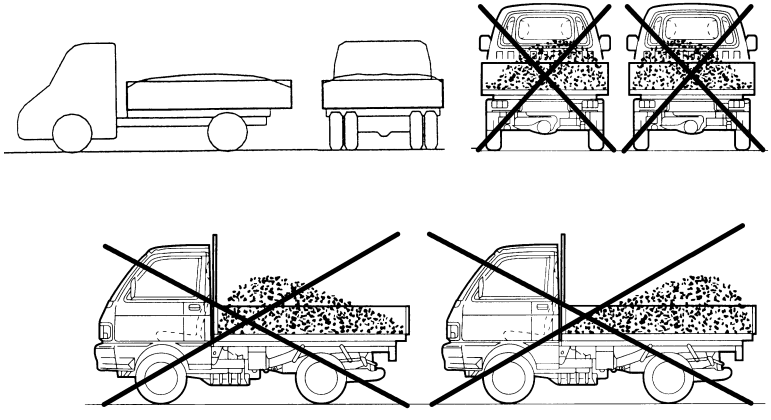

Fig.20
- Distribuir la carga de manera uniforme en la caja (fig. 20), si es necesario acumular la carga sólo en la parte central, la distribución no uniforme de la carga puede provocar: